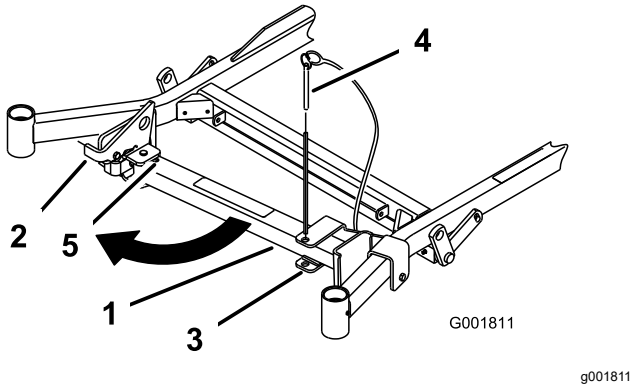
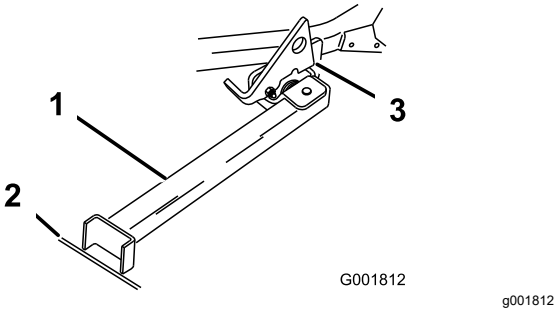

Figur 44
Figur 45
2. Monter brakettpinnen (Figur 44).
4. Sving stativets fot ut og skyv det mot maskinen, inn i bunnen av slissen (Figur 44 og Figur 45).
5. Plasser stativets fot på bakken og hvil spaken på dreietappen (Figur 45).
Merk: For best resultat, plasser stativets fot i skjøter i fortauet eller ned i gressmatten (Figur 45).
7. Kjør maskinen opp på støttene. Stopp når spaken faller ned over tappen i låst stilling (Figur 45).
5. Plasser stativet i hvilestilling igjen (Figur 44).